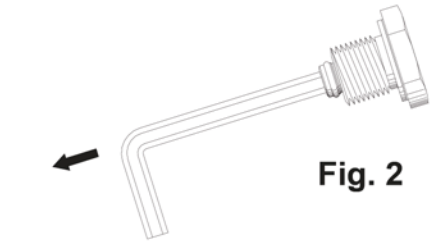

Fig. 2
4. Setzen Sie die Bypass-Schraube mit einem 2,5 mm Innensechskantschlüssel in den Vakuumanschluß und ziehen Sie sie fest. (Fig. 2).